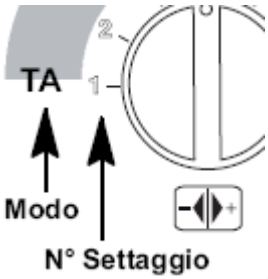

рис. 5.46
• Чтобы поменять настройку поверните ручку 2 (см. рис. 5.45 – рис. 5.46), установив её на выбранное значение режима работы насоса (на рис. 5.4**8** пример ручки, установленной на режим насоса ON); на дисплее LCD изображение P13 чередуется с 04.